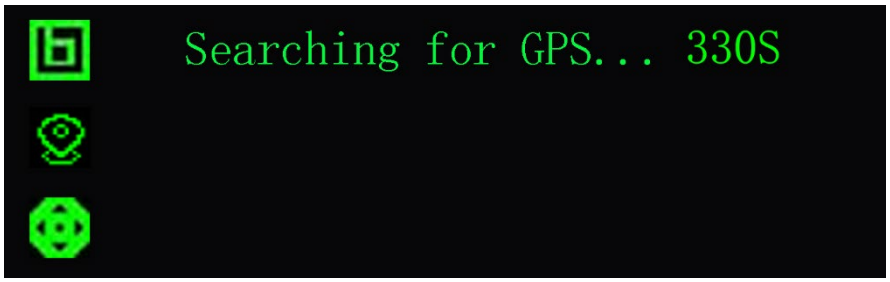

Figure 5-9 GNSS signals acquisition
7. The GNSS signals acquisition process is displayed as shown in Figure 5-9 and 5-10 (**Lng** is abbreviation of Longitude, **Lat** is abbreviation of Latitude).